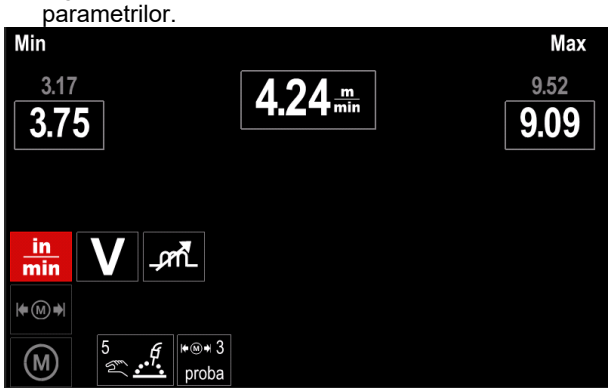

Figura 39.
- Figura 39 prezintă efectul modificării valorilor parametrilor.